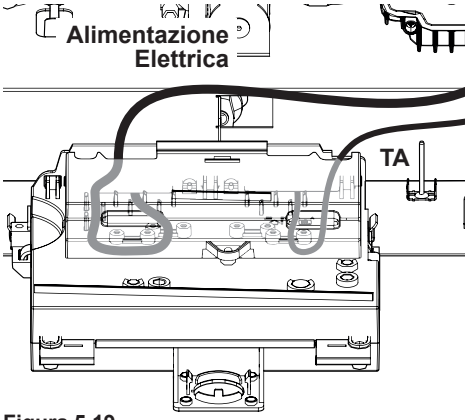

Figura 5.19
- Collegare il cavo di alimentazione elettrica all'interruttore onnipolare rispettando la corrispondenza della linea (filo marrone) e del neutro (filo azzurro) Figura 5.19.